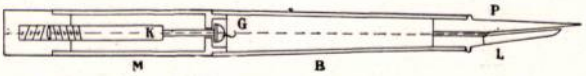

Abb. 659. Füllfeder von Fölsch; rekonstruiert.
Durch den „Gothaischen Hofkalender" von 1791 und durch Krünitz' Encyklopädie (Bd. 148, 1828, S. 392) wurden Abbildung und Beschreibung dieser Füllfederhalter bekannt. Auch in Italien war der Füllfederhalter schon früh bekannt; denn in der Zeitschrift „Opuscoli Scelti" finden wir ihn bereits im Jahre 1791 (Bd. 14, S. 56) abgebildet und beschrieben. In England wurde 1809 auf den Füllfederhalter das Pat. Nr. 3235 genommen. Der Erfinder, Frederick Bartholomew Fölsch, sagt in seinem Patent vom 9. Mai darüber folgendes: „Verschiedene Verbesserungen an gewissen Maschinen-Instrumenten und Federn, berechnet, die Leichtigkeit beim Schreiben zu fördern. Die Feder (oder richtiger Feder und Halter), die aus jeder beliebigen Metallart hergestellt sein kann (Abb. 659), ist in drei Teile eingeteilt, der (Tinten) Behälter (M), die Röhre (B) und das Ansatzstück (P), welche untereinander durch Gewinde oder Gelenke verbunden sein können. Der Be-